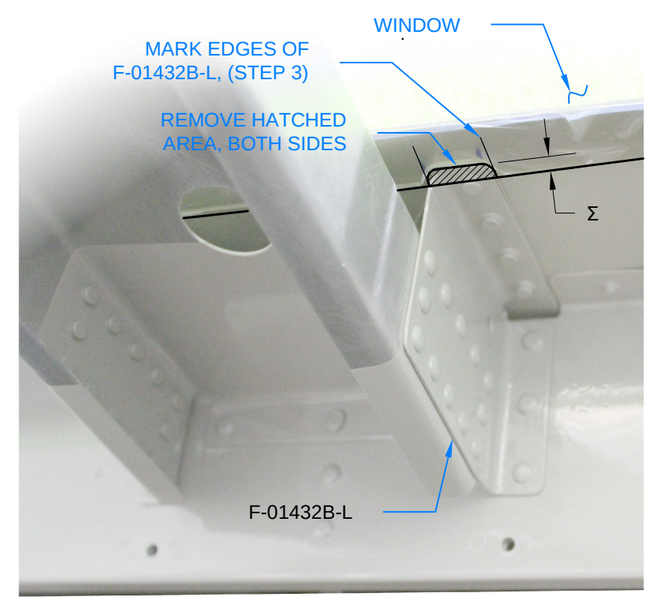

FIGURE 2: TRIM WINDOW TO FIT ROLL BAR BRACE BRACKETS
Step 3: Mark the inside of the window in the area where it contacts the F-01432B-L & -R Roll Bar Brace Brackets. See Figure 2.